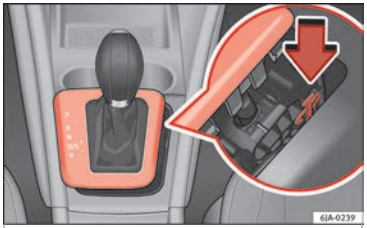

Fig. 45 Manual release of the selector lever.
- Press the yellow plastic part with your finger in the direction indicated by the arrow ›› **Fig. 45**.